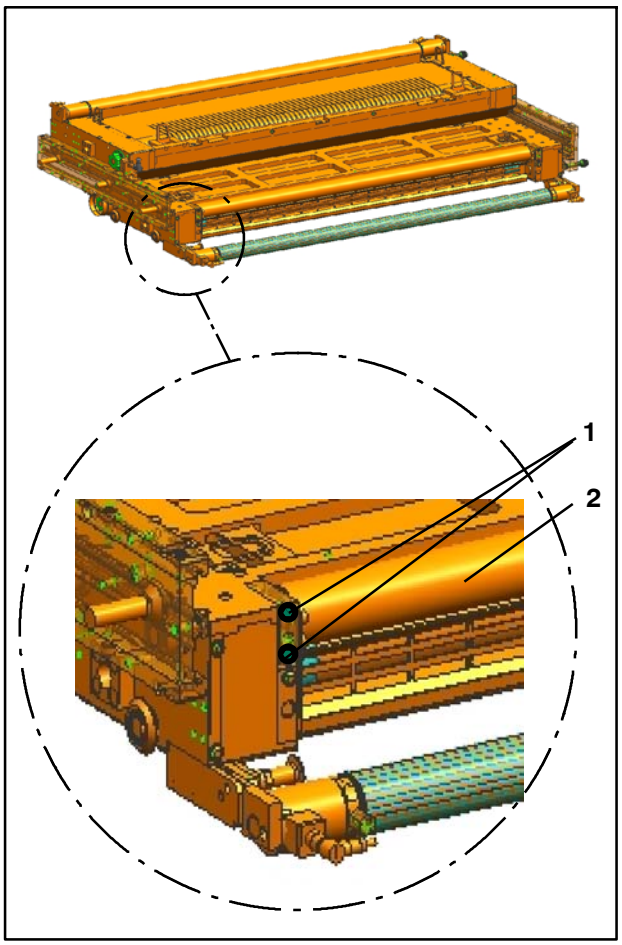

Fig. 87 Cassettes en position de travail, vue du côté enrouleur
4. Desserrer et retirer les vis (Fig. 87/1) du côté entraînement et du côté service.
5. Retirer le rouleau de guidage (Fig. 87/2) avec les cales et le dispositif de protection, le mettre de côté
7. Insérer le rouleau de guidage (Fig. 87/2) avec les cales et le dispositif de protection
8. Visser et serrer à fond les vis (Fig. 87/1) du côté entraînement et du côté service